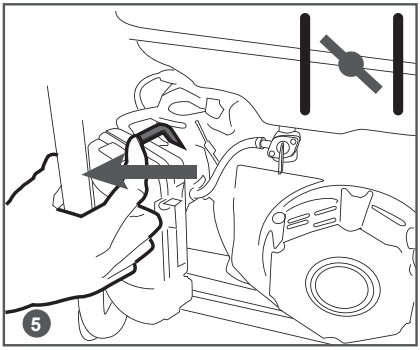

Рис. 12 Закрытие воздушной заслонки
5. Закройте воздушную заслонку карбюратора. Для этого переведите рычаг управления воздушной заслонкой в крайнее левое положение (Рис. 12).